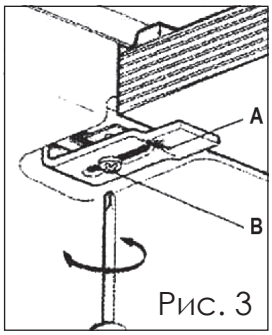

Рис. 3
3) Отверткой ослабьте винты “B” четырех креплений “A” (Рис. 3).